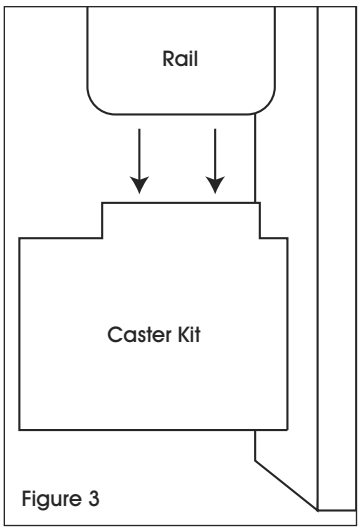

Figure 3
7. Slide other end of safety rail over notch on caster kit. (See Figure 3)